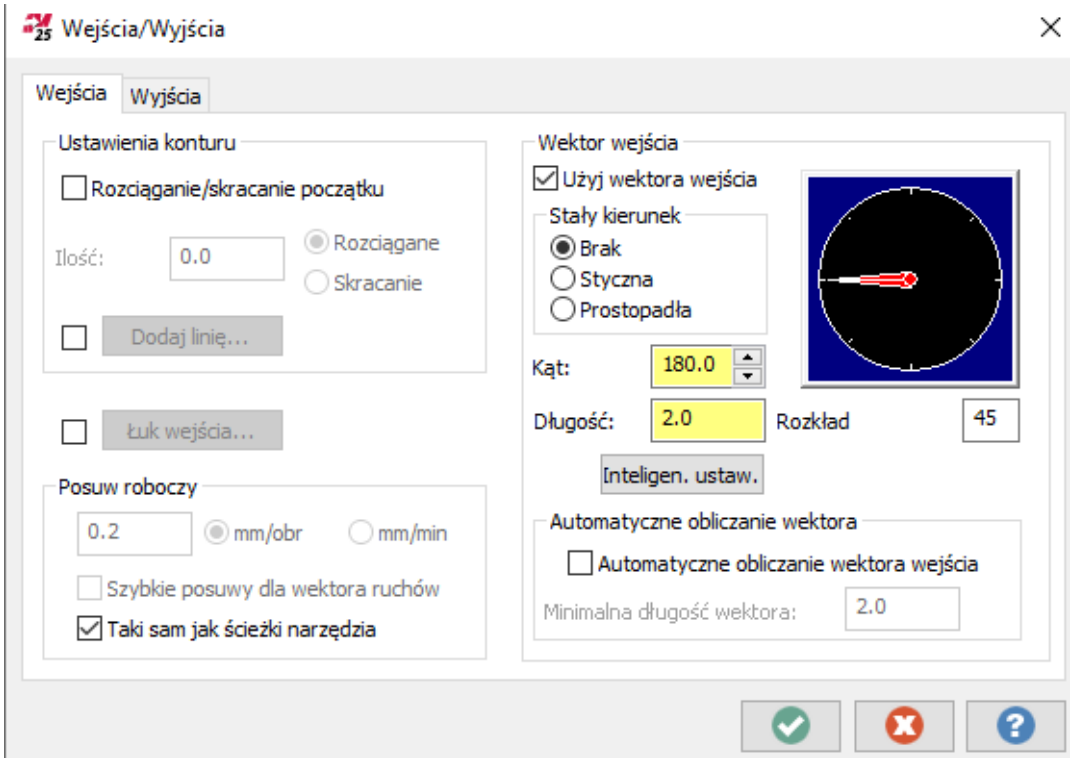

Rys. 82. Parametry wejścia i wyjścia narzędzia.
-Wejścia/Wyjścia (Rys. 82)- Ustawnie wielkości dojazdu i odjazdu względem zadanego konturu.